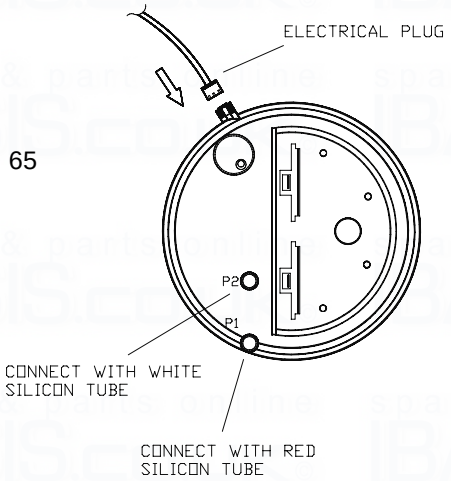

Fig. 65
7.24 TO REMOVE/REPLACE THE DIFFERENTIAL PRESSURE SWITCH (Fig. 65)
7.24.5 Ensure tubes are connected correctly (Fig.65) avoiding kinks.